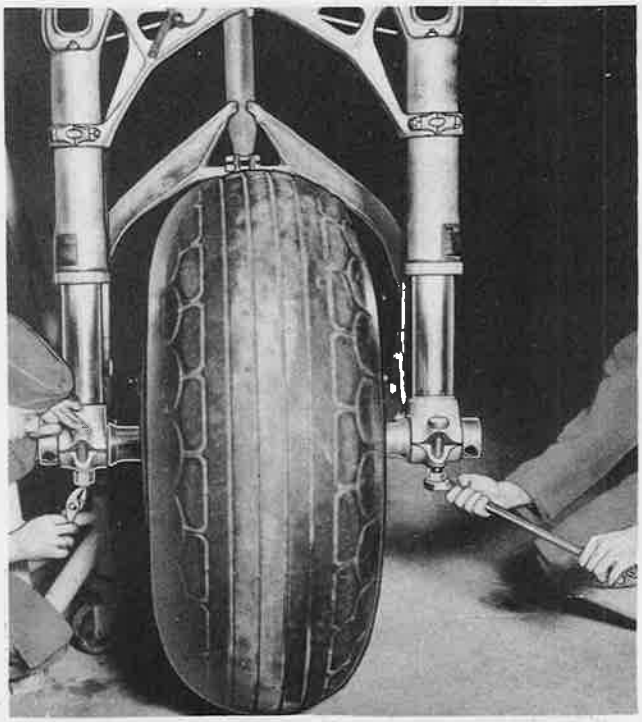
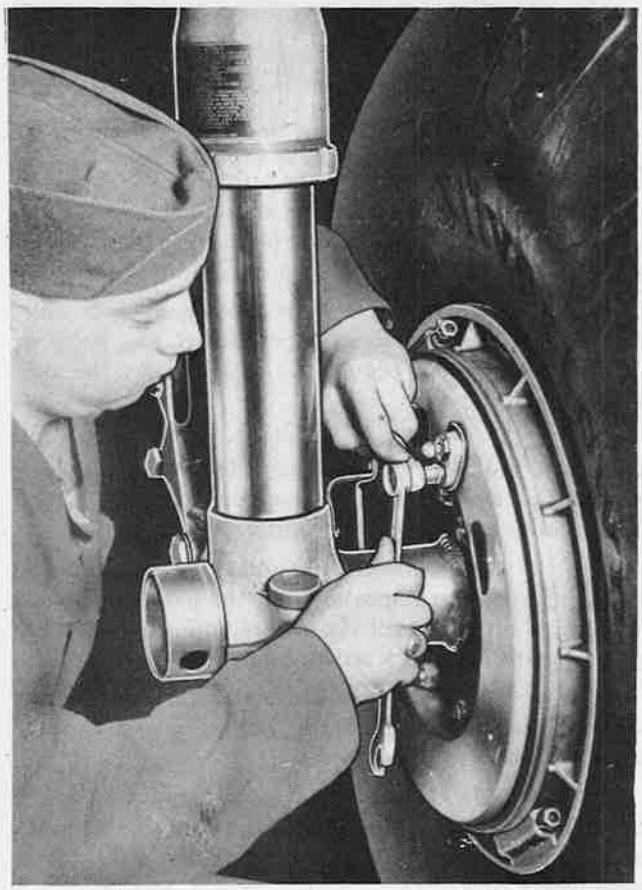

Figure 153—Tightening and Safetying Axle Clamp Bolts
Figure 154—Tightening Brake Hydraulic Hose Connection
(1) Support the airplane on wing jacks, as instructed in section III, paragraph 2.*b.*(1)*(a).*
(2) Reduce the hydraulic system pressure to zero by operating the wing flaps. Move the safety latch control handle to the "LATCH RAISED" position and the landing-gear control valve handle to the "UP" position. Make certain that the hand pump to pressure accumulator shut-off valve is "CLOSED." Retract the gear about 6 inches by operating the hydraulic hand pump.
(3) Return the landing-gear control valve handle to "NEUTRAL."
(4) Disconnect the flexible hydraulic hoses leading to the brake actuating cylinders. (See figure 154.)
(3) Install the axle clamps, bolts, and nuts (figure 153). Tighten the axle clamp bolts to a torque of 2160 ± 240 inch-pounds. Install cotters.
(4) Tighten and safety the brake torque collar bolts.
(5) Connect the brake hydraulic lines (figure 154) if the hoses were disconnected. Bleed the brakes, if necessary, as instructed in section IV, paragraph 13.*d.*(2)*(d)*. If brake self-sealing couplings are installed, it should not be necessary to bleed the brakes.
(6) Make certain that the landing gear is latched down and ground safety pins are installed in the landing-gear upper trusses before removing the wing jacks, as instructed in section III, paragraph 2.*b.*(1)*(a)*.
axle clamp bolts to a torque of 2160 ± 240 inch-pounds and safety (figure 153).